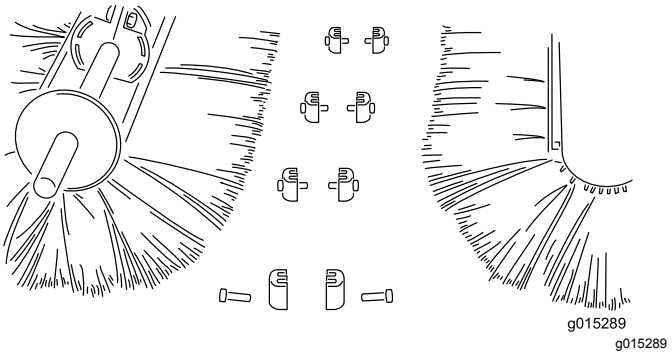

Figuur 30
4. Haal de borstelhelften van elkaar en gooi beschadigde delen weg (Figuur 30).